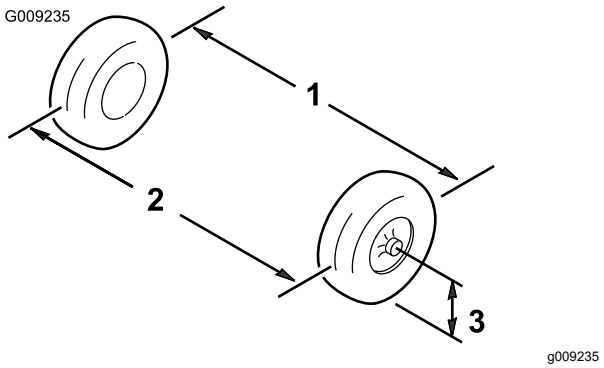

Figur 56
1. Mål avstanden mellom begge forhjulene ved akselhøyde, både foran og bak på forhjulene (Figur 56).